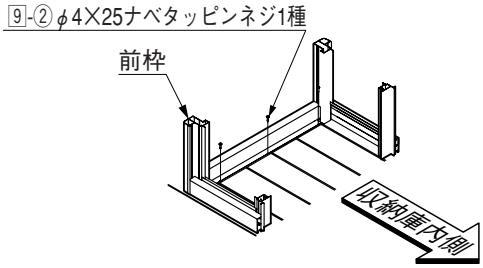

図4-3
❻図4-3のように、デッキ固定材をデッキに9-②で固定してください。